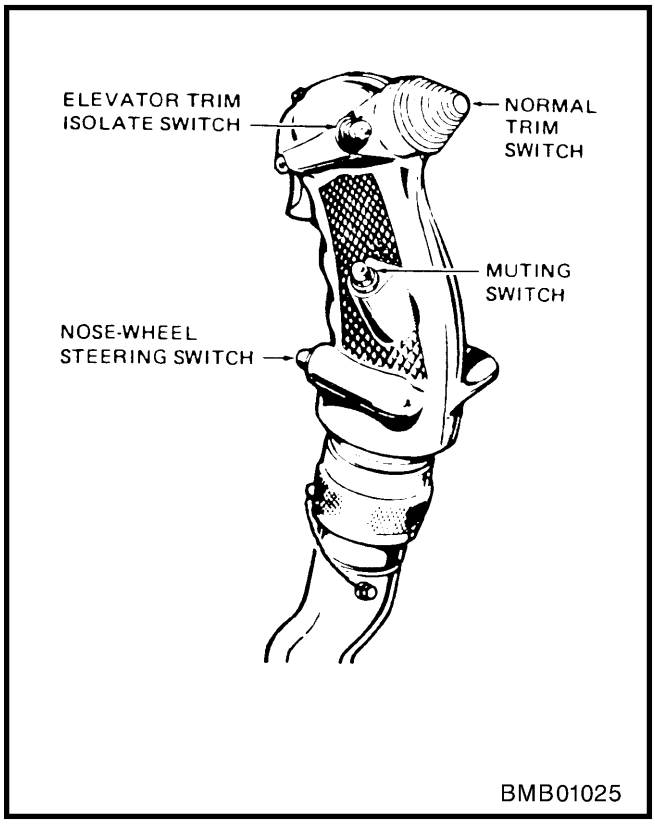

Figure 1-10 Control Column Grip
69. The aircraft is equipped with dual control columns and rudder pedals, installed side by side in the cockpit. The control columns are of the normal-control column grip style (Figure 1-10). The aileron and elevator normal trim switch, the elevator trim system isolate switch, the nose-wheel steering switch, and the muting switch are mounted on each control column grip.